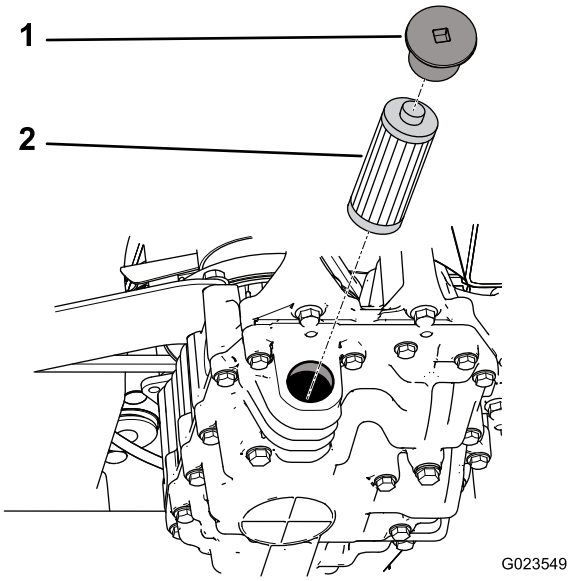

Figur 71
5. Ta bort filterlocket och dra ut filtret ur transmissionen (Figur 71).